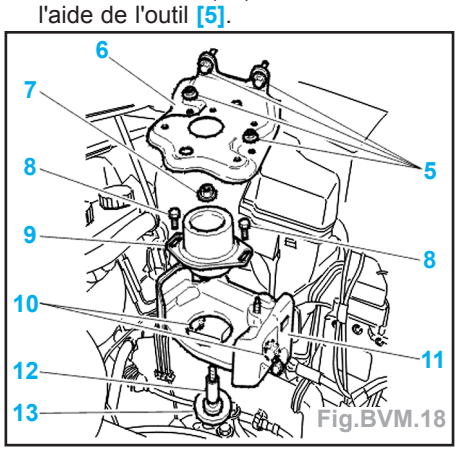

Fig.BVM.18
- Déposer (Fig.BVM.18) :
- les fixations (5),
- le support bac batterie (6),
- l'écrou d'axe de boîte (7) et sa rondelle,
- les vis de cale (8),
- la cale élastique de boîte de vitesses (9),
- les vis (10),
- le support d'axe de boîte de vitesses (11),
- l'entretoise (12),
- l'axe de boîte (13) et sa rondelle à l'aide de l'outil [5].
- Reposer les vis de fixation supérieures (31); serrage à 5,5 daN.m.
- Reposer l'axe de support de boîte (13) et sa rondelle; serrer l'axe à 5 daN.m (Fig.BVM.18).
- les vis (10) (serrage à 6 daN.m),
- les vis de cale (8) (sans serrer).